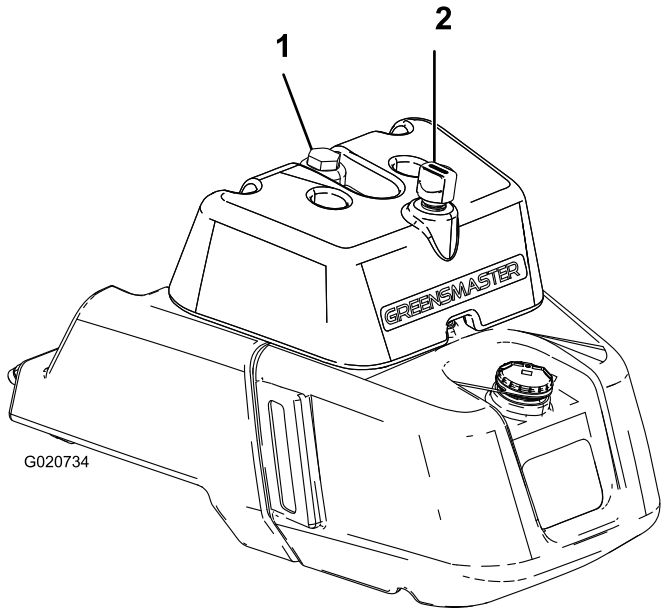

Figur 27
2. Ta lokket av tanken (Figur 27).